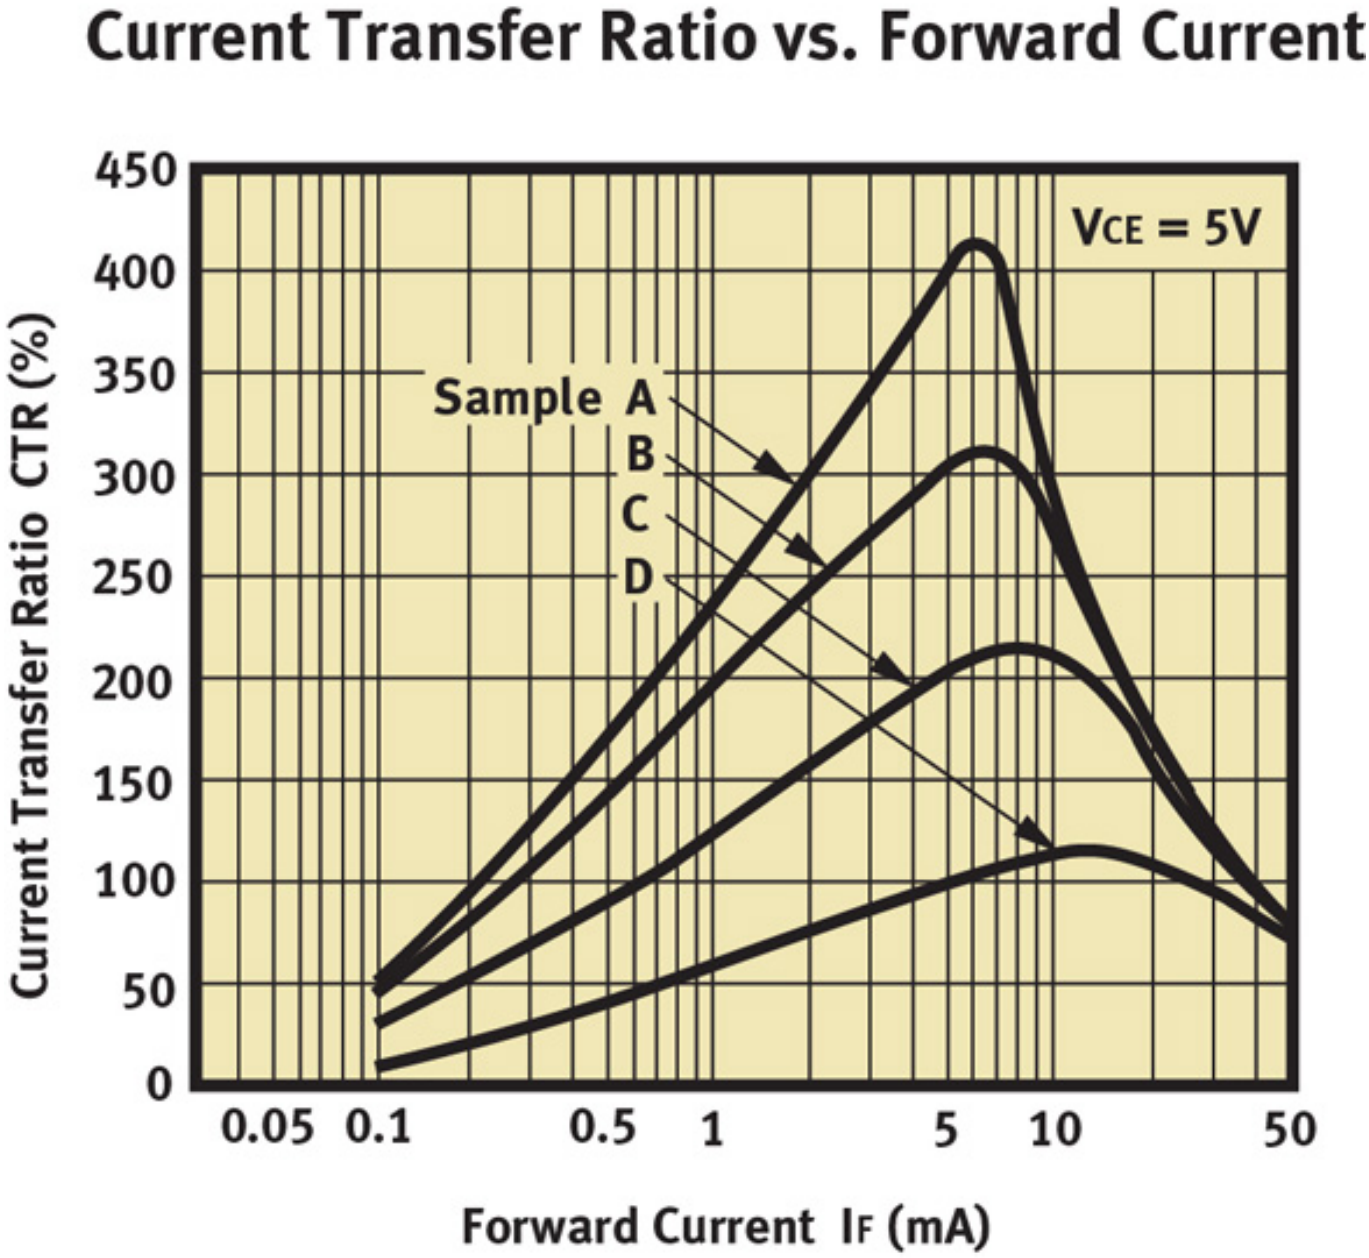

**Fig 1: CTR vs. Forward Current**
Figure 1 is the CTR versus forward, current (IF) graph for a PS2501-1-A supplied by Renesas Electronics.